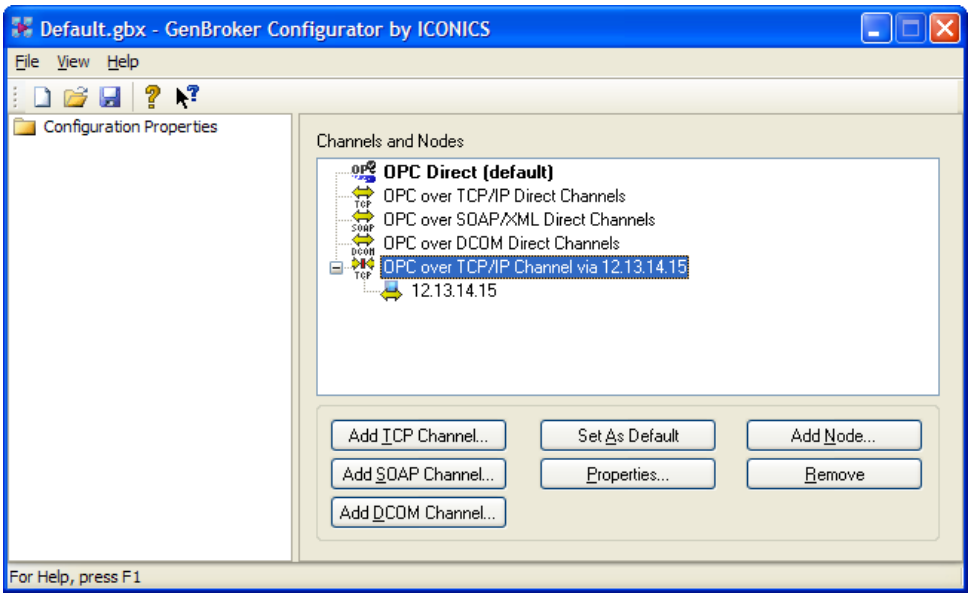

Figure L8.11: Indirect Channel Added
5. Click **Ok** to return to the **GenBroker Configurator**, which should now look like **Figure L8.11.**